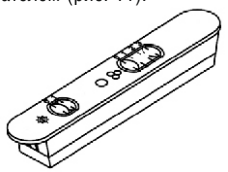

*рис. 11*
7.2 Управление кухонной вытяжкой производится ползунковым переключателем (рис. 11).